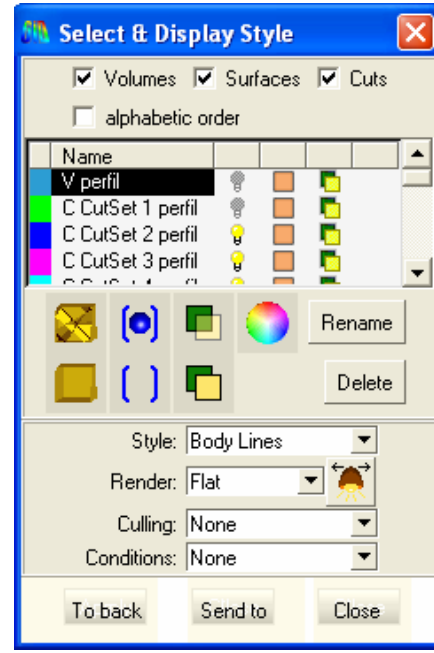

*Figure 55. The **Select & Display Style** window with a list of all the cuts made*
9. A window appears in which the number of cuts to make can be entered. For the present example, enter 20. In the **Select & Display Style** window (Figure 55), click "V perfil" **Off**.